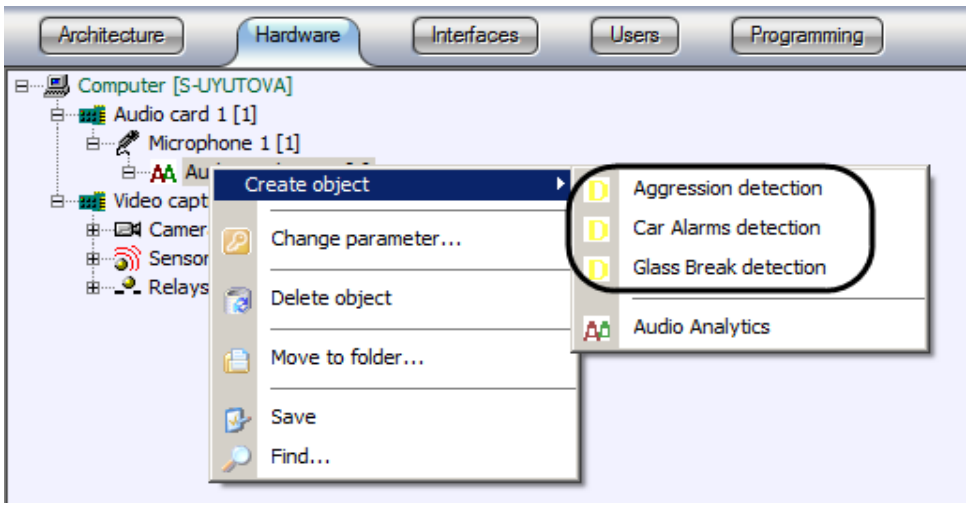

Figure 8.8-10 Creating a detection object
1. Right-click on an “Audio Analytics” object in the objects tree (Figure 8.8-10).
2. In the feature menu select an object that corresponds to the type of audio analytics (Figure 8.8-10).